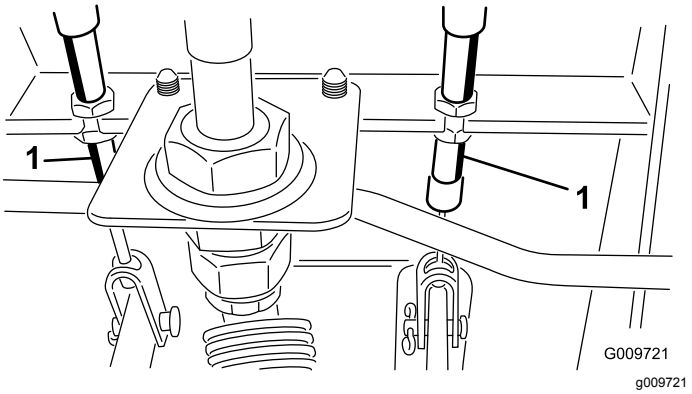

Figuur 114
A. Draai de voorste moer op het draadeinde van de remkabel los (Figuur 114).